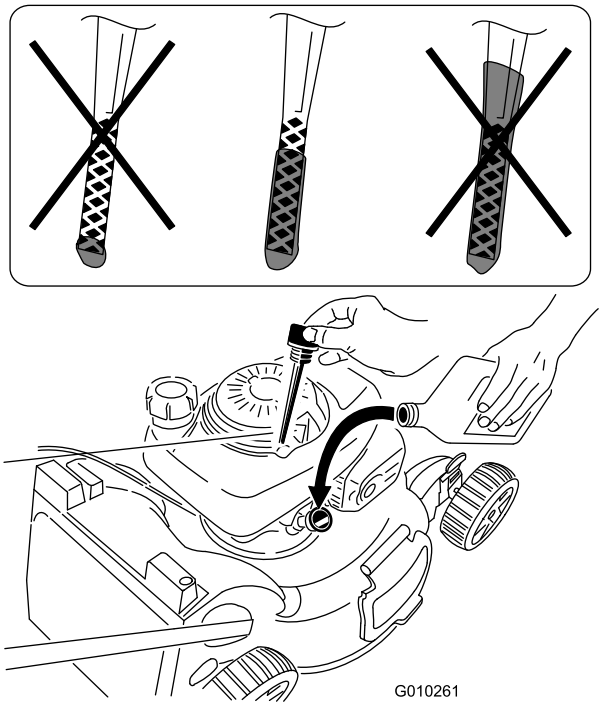

Figur 40
12. Ta ut oljestickan och läs av oljenivån (Figur 40).
- Om oljenivån är för hög tappar du ur överflödig olja tills rätt oljenivå uppnås, se Figur 40.